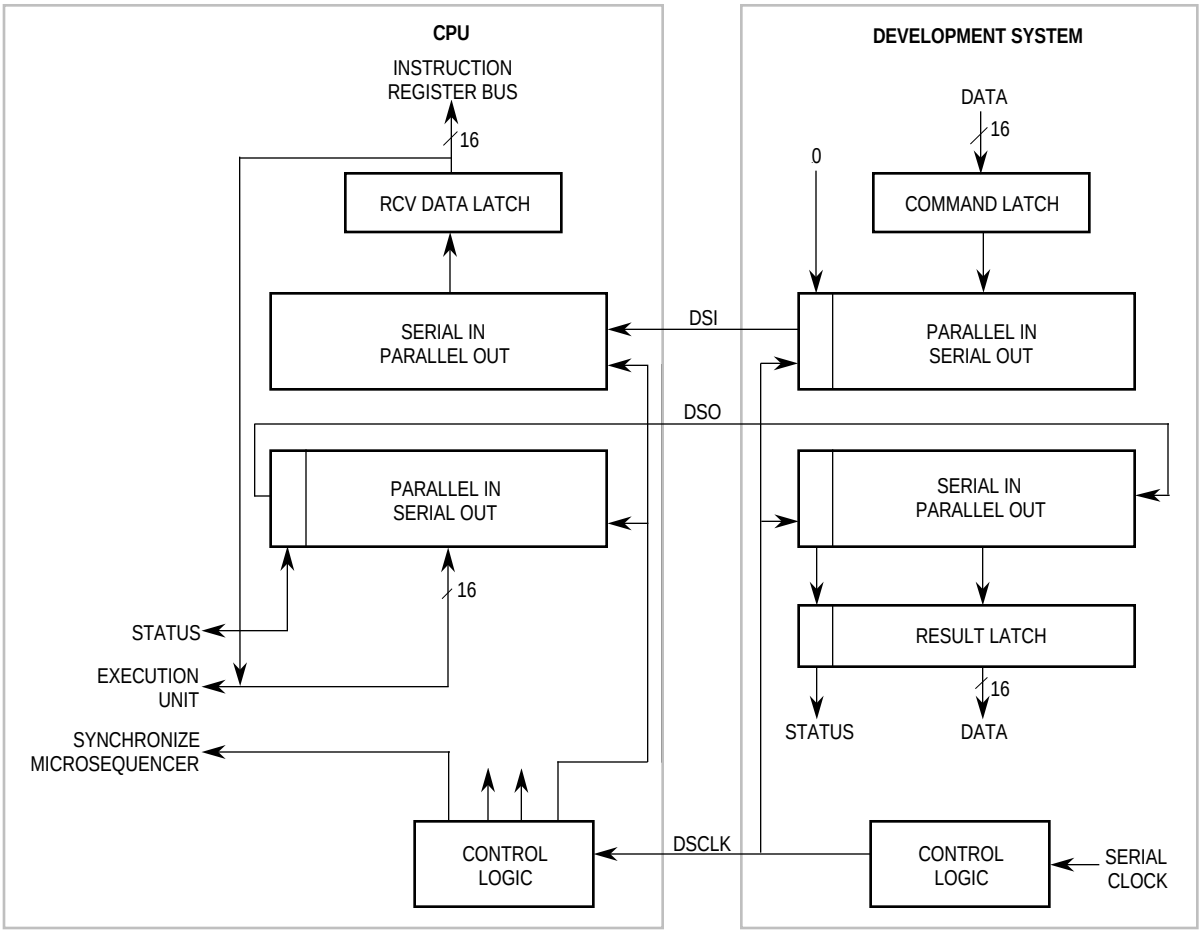

Figure 5-22. Debug Serial I/O Block Diagram
5.6.2.7.1 CPU Serial Logic. CPU serial logic, shown in the left-hand portion of Figure 5-22, consists of transmit and receive shift registers and of control logic that includes synchronization, serial clock generation circuitry, and a received bit counter.